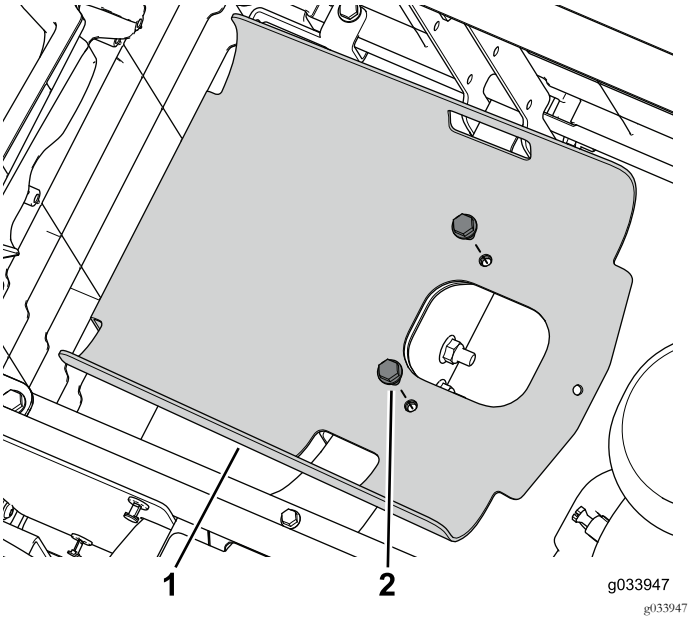

Figura 2
5. Remova os dois parafusos flangeados que prendem o tabuleiro do depósito à estrutura (Figura 2).